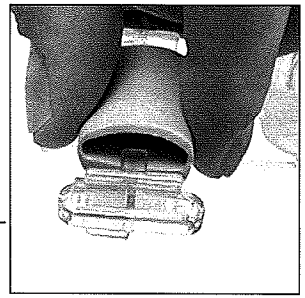

Afbeelding 7 Siliconen
- Breng het instelbare ventilatiekanaal (3) vanaf de buitenkant aan in de opening van het maskerlichaam. Zorg ervoor dat de flens van het instelbare ventilatiekanaal volledig in de opening is aangebracht en dat het ventilatiekanaal niet uitsteekt ten opzichte van de buitenkant van het maskerlichaam. Het instelbare ventilatiekanaal moet gemakkelijk kunnen draaien binnen de opening.
- Bevestig de voorhoofdbeschermers (4) opnieuw aan de voorhoofdsteun (5) door de lipjes van de voorhoofdsteun in de openingen aan beide kanten van de beschermers te plaatsen totdat de beschermers stevig vastzitten. **Afbeelding 7 en 7A.**
De voorhoofdbeschermers kunnen zijn vervaardigd van siliconen of gel en kunnen worden verwisseld. Als de voorhoofdbeschermers moeten worden verwisseld, verwijdert u deze van de voorhoofdsteun door de beschermers telkens aan één van beide kanten los te trekken van de lipjes van de voorhoofdsteun. Breng een van de lipjes van de voorhoofdsteun opnieuw aan in de gewenste opening van de voorhoofdbeschermer. Pas vervolgens de vorm van de beschermer zodanig aan dat het andere lipje kan worden aangebracht in de opening aan het andere uiteinde van de beschermer. Zie **Afbeelding 7 en 7A**.